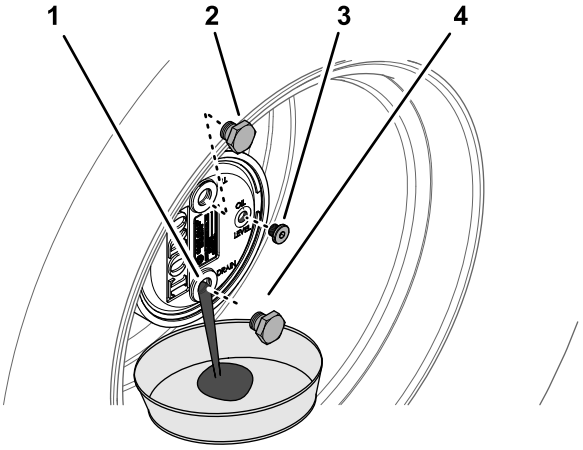

Figuur 102
2. Verwijder de vulplug bovenaan en de controleplug rechts (Figuur 102).
3. Plaats een opvangbak onder de naaf van het planeetwiel, verwijder de aftapplug onderaan en laat al de olie weglopen (Figuur 102).
5. Monteer de aftapplug in de aftapopening van de planeetwielkast (Figuur 102).